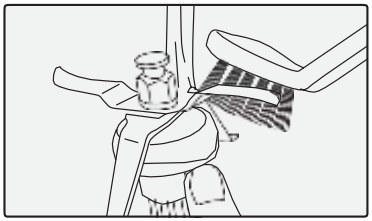

Рис. 45
- Очищайте ножи с помощью щетки и под струей воды, следя за тем, чтобы вода вступала в контакт только с верхней частью ножей (Рис. 45).